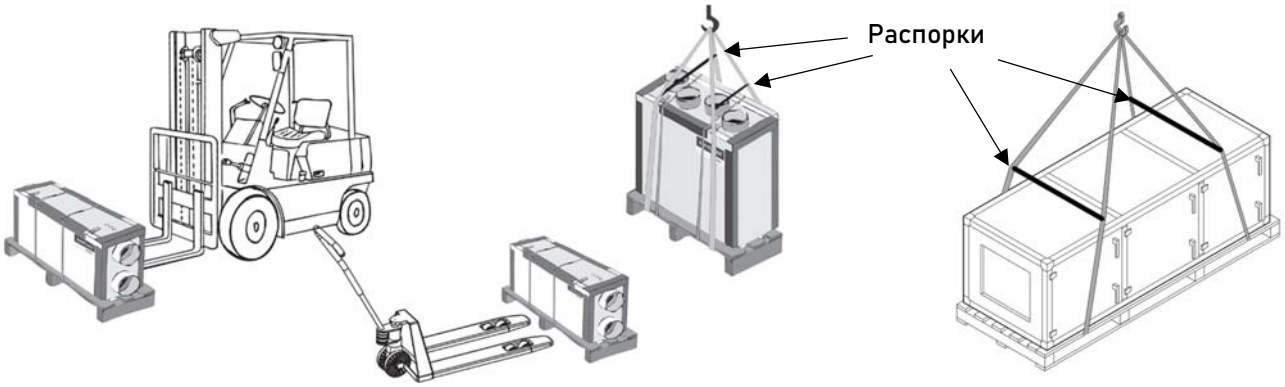

Рисунок 3 - Варианты транспортировки установки
4.1.7 При проведении погрузочно-разгрузочных работ используйте автопогрузчик, гидравлическую тележку или кран (Рисунок 3).
4.1.8 ЗАПРЕЩАЕТСЯ при подъёме установки при помощи крана опирать стропы на края установки. Необходимо использовать распорки (Рисунок 3).